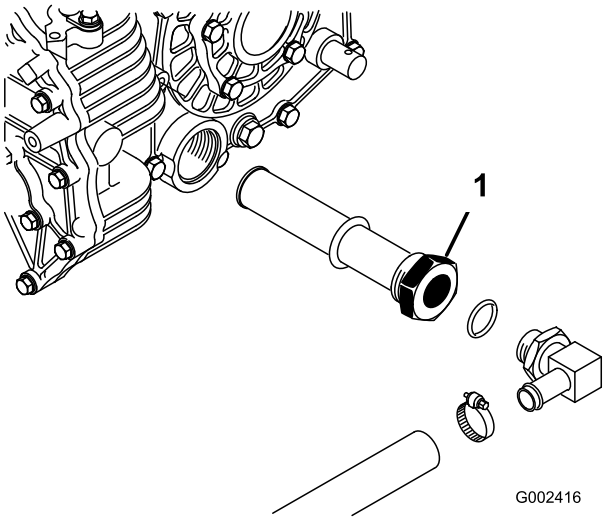

**Figur 73**
3. Observera riktningen på hydraulslangen och 90-graderskopplingen som är anslutna till filtret på tankens ena sida (Figur 73).